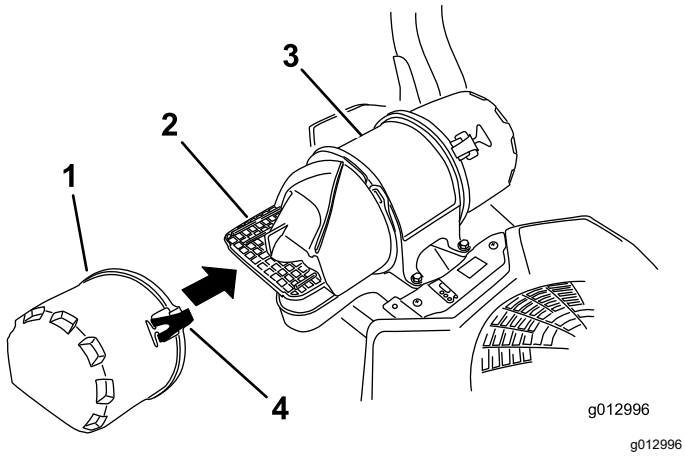

Figure 46
3. Ouvrez les dispositifs de verrouillage du filtre à air et séparez le couvercle d'entrée d'air du boîtier du filtre (Figure 46).
5. Reposez le couvercle d'entrée d'air et fixez-le avec les verrous (Figure 46).